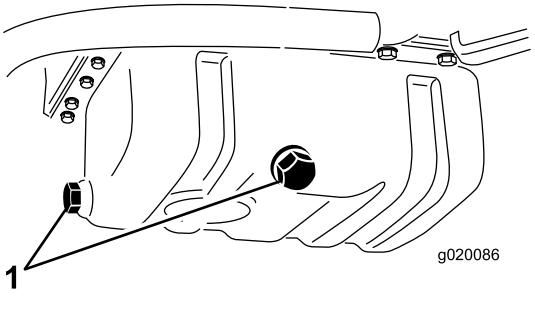

Figur 56
2. Ta bort en av avtappningspluggarna (Figur 56) och låt oljan rinna ned i ett avtappningskärl. Sätt på avtappningspluggen igen när oljan har slutat att rinna.